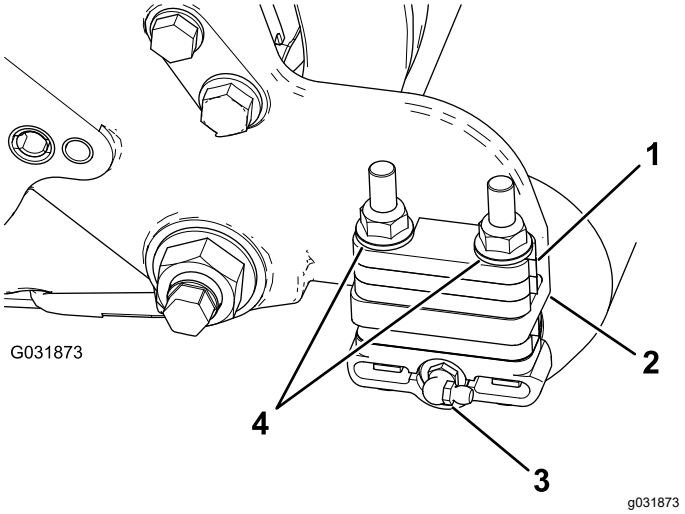

Figure 9
1. Déposez le graisseur du rouleau sur le côté de l'unité de coupe sur lequel est fixé le carter de brosse (Figure 9).
3. Retirez les 2 contre-écrous à embase qui fixent chaque support de rouleau aux plaques latérales (Figure 9).